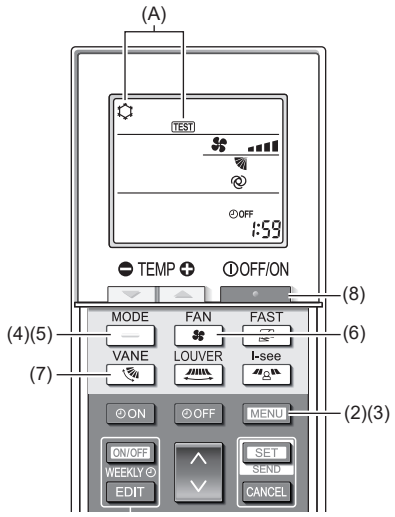

Fig. 7-5
(1) Attivare l'alimentazione almeno 12 ore prima della prova di funzionamento.
(2) Premere il pulsante [MENU] per 5 secondi. (Fig. 7-5)
(3) Premere il pulsante [MENU].
Vengono visualizzati (A) [TEST] e il modo operativo in corso. (Fig. 7-5)
(4) Premere il pulsante [—] per attivare il modo raffreddamento e controllare poi se l'aria fredda viene soffiata dall'unità.
(5) Premere il pulsante [—] per attivare il modo riscaldamento e controllare se l'aria riscaldata viene soffiata dall'unità.
(6) Premere il pulsante [ventola] e verificare se la velocità del ventilatore cambia.
(7) Premere il tasto [deflettore] e controllare se il deflettore automatico si muove correttamente.
(8) Premere il pulsante [ ] per arrestare la prova di funzionamento.